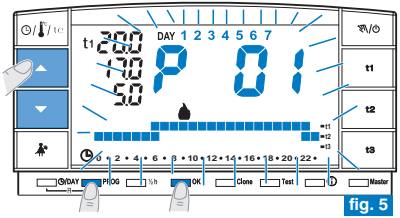

fig. 5
- Si en cambio, desea seleccionar otro programa (fig. 5) pulsar por impulsos la tecla **PROG** (o las teclas ▲▼) hasta visualizar en pantalla el programa que se desea (P02 invierno o P03 verano), por tanto pulsar la tecla **OK**.